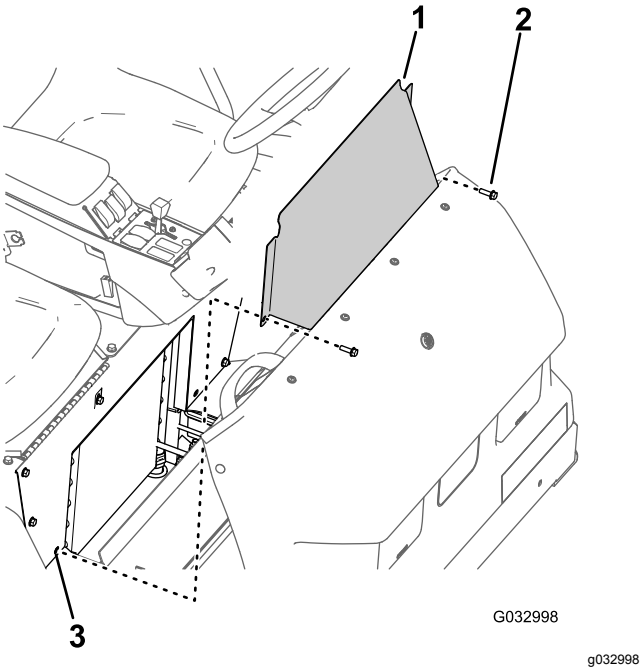

図 60
1. シートベースアクセスパネルを座席ベースに固定しているフランジヘッドボルト2本を取り外す図 60。
2. 機体からシートベースアクセスパネルを外す図 60。
1. シートベースアクセスパネルの穴を座席ベースの穴に合わせる図 60。
2. シートベースアクセスパネルを座席ベースに固定する図 60 1 シートベースアクセスパネルを外す (ページ 48)で外したフランジヘッドボルト2本を使用する。